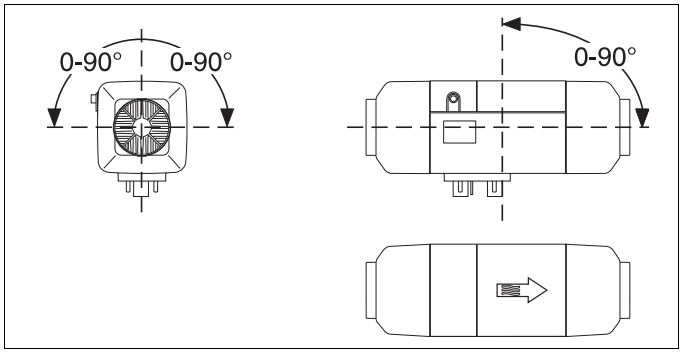

Afb. 8 *Toegestane inbouwposities voor op diesel werkende luchtverwarmingsapparaten*
zie Afb. 4 en Afb. 8
- Hellingshoek aanhouden (zie Afb. 8).